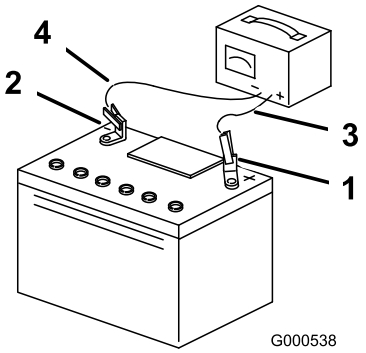

Figuur 44
4. Zodra de accu volledig is opgeladen, haalt u de acculader uit het stopcontact en maakt u vervolgens de oplaadkabels los van de accuklemmen (Figuur 44).